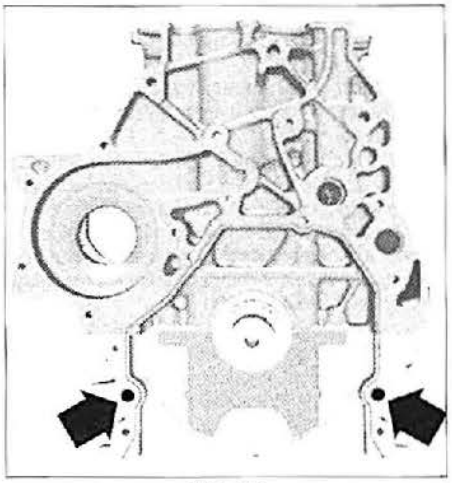

FIG. 18
• Colocar los pasadores de centrado en el bloque motor **(fig. 18).**